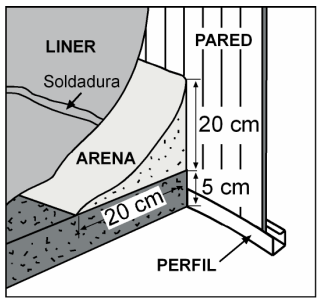

fig. 21
g) **Importante:** Una vez extendida la arena tamizada, vuelva a poner arena limpia (sin piedras, ni ningún objeto extraño), creando una cuña de forma triangular de 20 cm. de base x 20 cm. de altura. De esta forma evitaremos que toda la presión del agua dañe o deslice el liner por debajo de la pared de acero, y que las fuerzas se distribuyan uniformemente, fig. 21. Antes de colocar el liner es recomendable poner un tapiz (un plástico, una manta, césped artificial…) entre la arena y el liner para mayor protección del liner.